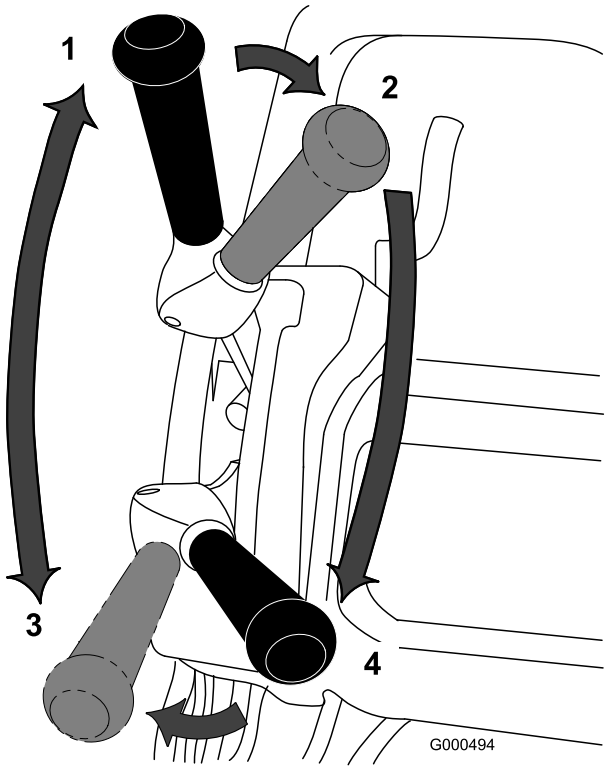

Figur 26
1. Start motoren, sett gassen på redusert hastighet og skyv ned håndtaket for å heve klippeenheten, trykk ned dødmannskontrollen, flytt trekkspaken til tilkoblet stilling og kjør klipperen bort til enden av greenen (Figur 26).
2. Sett trekkspaken i frakoblet-stilling, og koble inn spolemotorspaken (Figur 26).
3. Flytt trekkspaken til Tilkoblet-stillingen, øk gasshastigheten til klipperen kjører i ønsket bakkehastighet, kjør klipperen inn på greenen, senk fremdelen på gressklipperen ned og begynn å klippe (Figur 26).